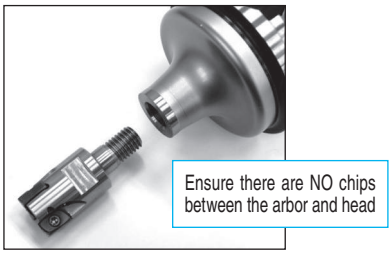

Fig.1
(1) When clamping the head on the arbor, make sure there is no dust or chips inside (Fig. 1).